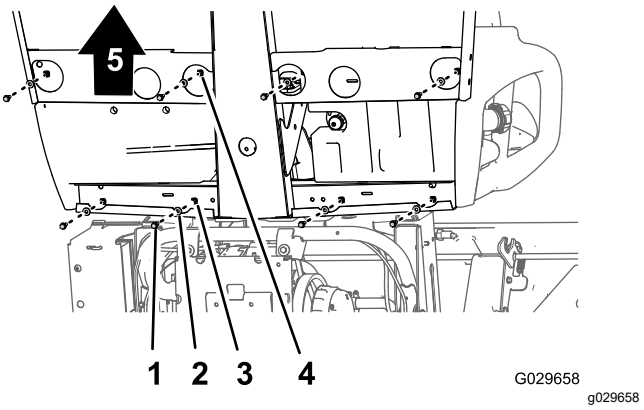

Figur 45
1. Nederst på maskinen, fjern de åtte flenshodeboltene og åtte skivene som fester setebasen til gulvplaten og den bakre førerhuskanalen (Figur 45).
2. Løft setet, setebasen og parkeringsbremsekabelen forsiktig fra maskinen (Figur 45).
1. Løft setet og setebasen opp på maskinen, og innrett bremsekablene med chassiset (Figur 45 og Figur 46).
2. Plasser hullene i setebasen på linje med hullene i gulvplaten og den bakre førerhuskanalen (Figur 45 og Figur 46).